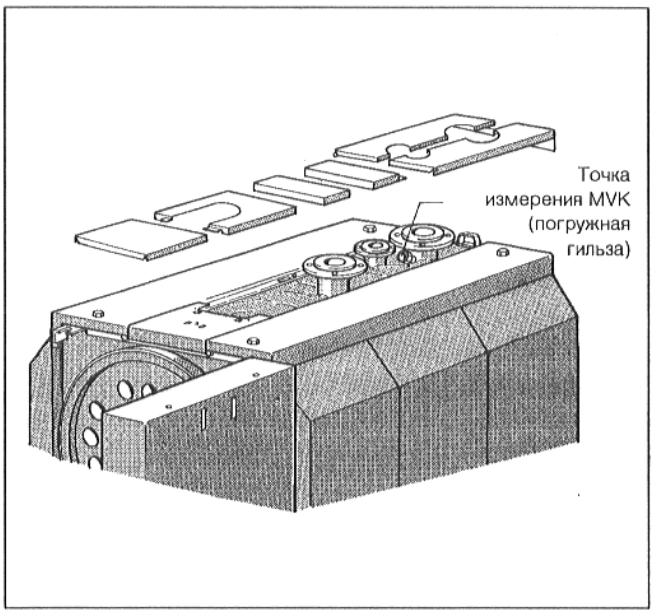

Рис. 26
- Ввести датчик до упора в погружную гильзу точки измерения MVK (Рис. 26).